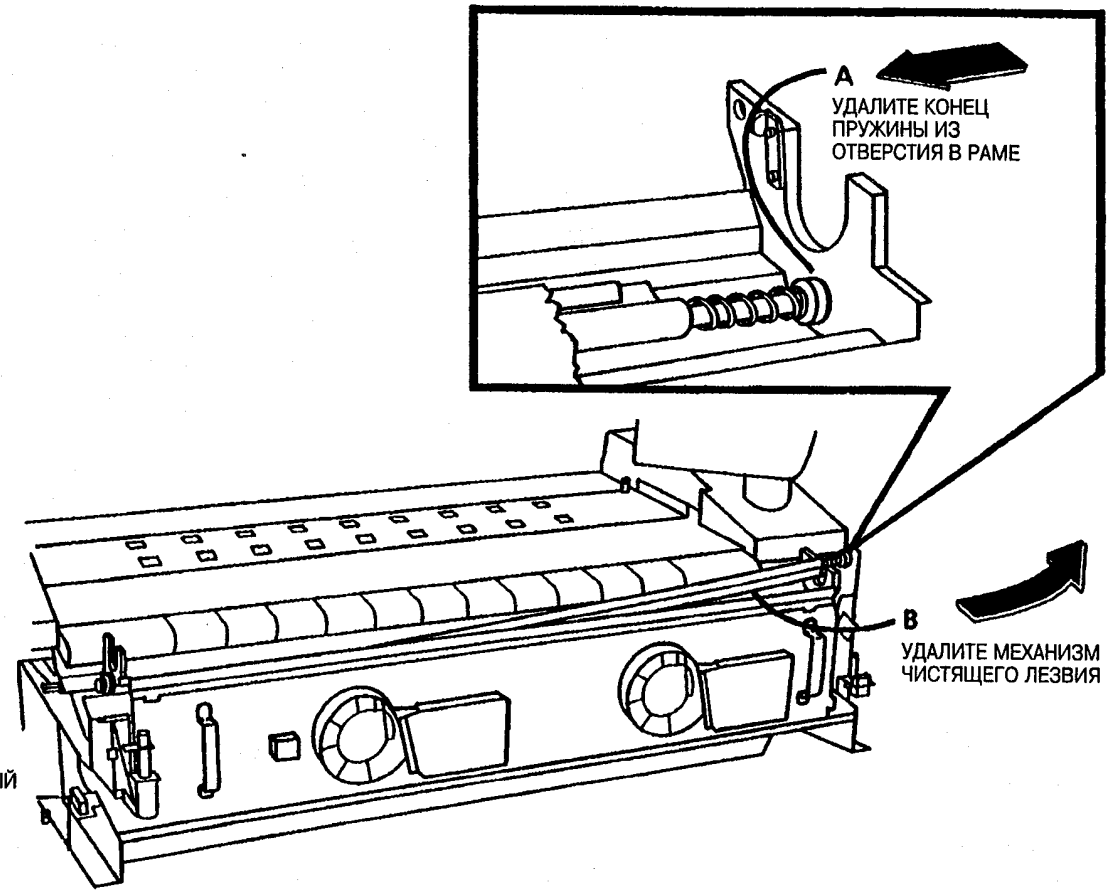

Рис. 2. Удалите механизм чистящего лезвия
5. (Рис. 2): Удалите механизм чистящего лезвия.